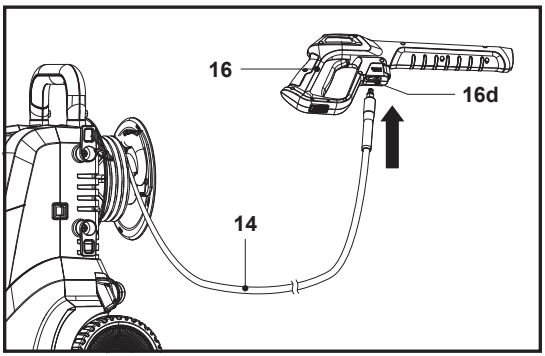

Fig. 7
1. Puxe cuidadosamente a mangueira de pressão (14) para a retirar. Sugere-se que desenrole totalmente a mangueira de pressão (14) antes da utilização.
2. Empurre a ponta da mangueira de pressão (14) para o conetor de mangueira (16d) na pistola de pulverização (16) até ao final, ouvindo um clique (Fig. 7).